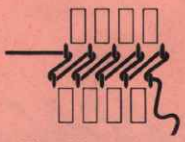

Fig. 89
2. Reihe : Vorderes Bett gemäss Fig. 89 nach links versetzen. Schloss nach rechts.